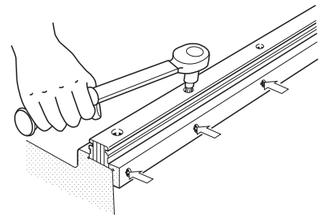

Fig. 26 Fixing of track rail using pressure plate
❸Final fixing of Linear Way Ⅰ and Ⅱ track rails
- Firmly press the reference mounting surface of Linear Way Ⅰ track rail to the mating reference surface of the bed with pressure plates or pressure screws. Tighten the mounting bolt of the track rail at the pressure plate or screw position from one end of the track rail to the other in succession. (See Fig. 26.)